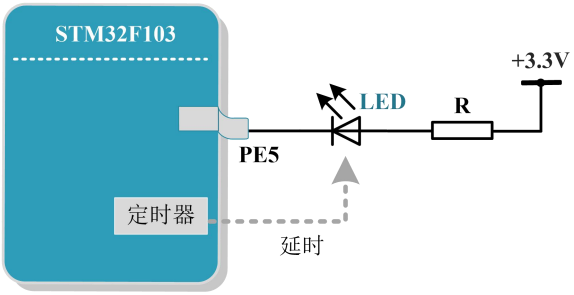

图 3
2、如下图 3 所示，LED 灯连接在 PE5 引脚上，请完成以下问题。